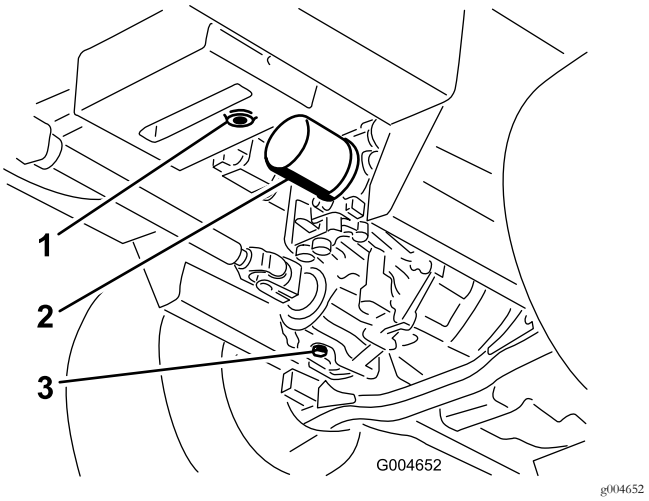

Rysunek 62
3. Umieść dużą miskę pod zbiornikiem hydraulicznym i skrzynią przekładniową, a następnie odkręć korki, spuszczając cały olej hydrauliczny (Rysunek 62).
4. Oczyść obszar wokół filtra oleju hydraulicznego i wyjmij filtr (Rysunek 62).